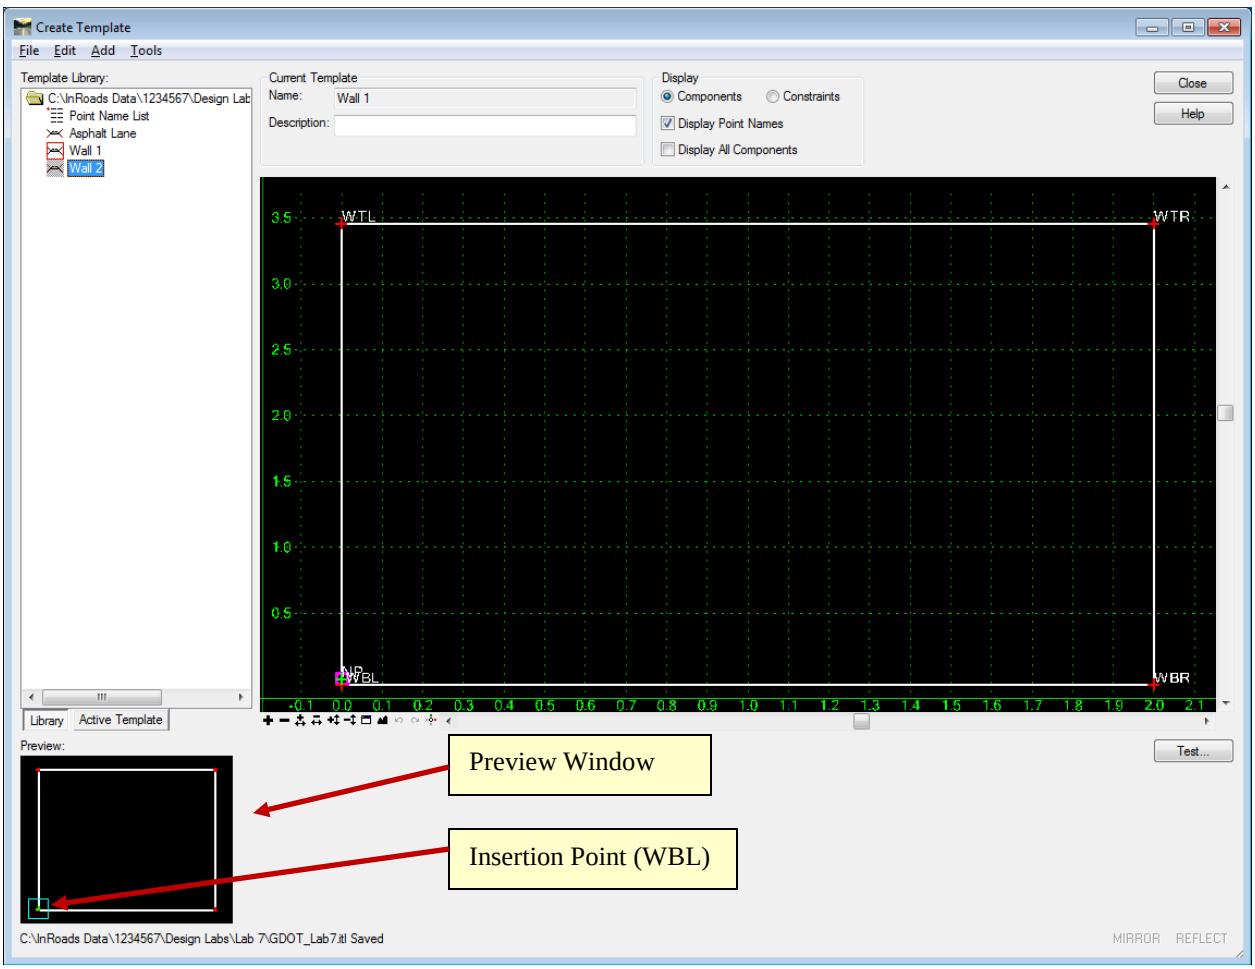

Figure L7-53 Create Template Window
69.	**Ensure the Insertion Point for Wall 2 is at point WBL.** • When **Wall 2** was highlighted in blue, it became visible in the **Preview:** window. See *Figure L7-53*. ***NOTE**: *The Preview window is where the Insertion Point of a component can be changed and is identified by the light blue square shown in Figure L7-53. The Insertion Point can be changed to any Point in the component and is selected by left clicking on any Point in the Preview window.* • In the **Preview:** window, Left click on the lower left Point (**WBL**) to ensure it is the Insertion Point.